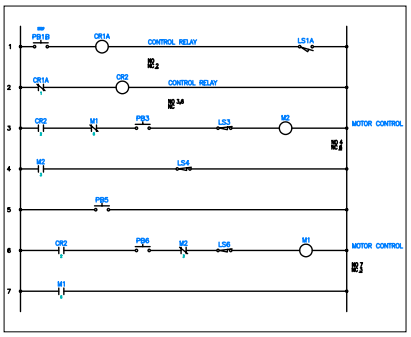

Figure 6-49 *The ladder after hiding attributes*
3. Press ENTER to exit the command. Figure 6-49 shows the ladder and component with hidden attributes.